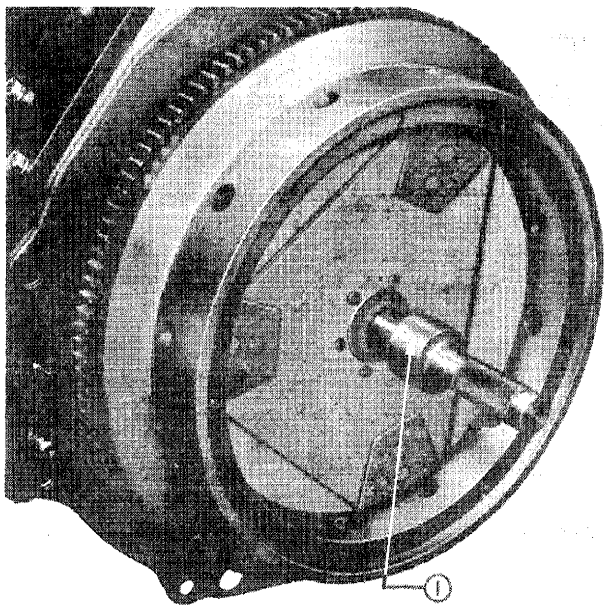

Figure 49
3. Locate the transmission clutch disc on the flywheel, centralizing it with a clutch locator tool, Figure 49. Where a current cerametallic button clutch disc is being installed, the side with the longer hub protrusion must face the flywheel, but where a previous organic friction lined disc is being installed the longer hub protrusion must face the double clutch assembly.
NOTE – Figure 49 illustrates disc locator, Tool Number SW13-1 (not available in U.S.A.) which is suitable for both current and previous transmission clutch discs used with double clutch assemblies.